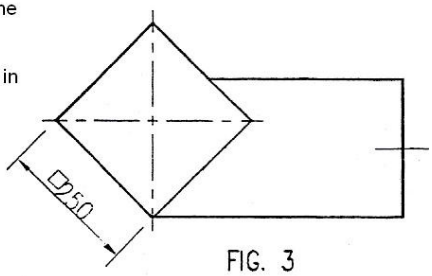

FIG. 3
3. Shown in Fig. 3 is the elevation and plan of a square duct with an off-set circular branch.